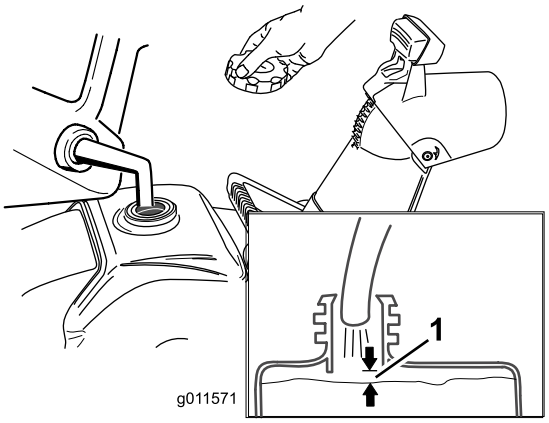

Figur 12
Fyll bränsletanken med färsk, blyfri bensin med ett oktantal på eller nära 87 från en bensinmack som ingår i någon av de större kedjorna (Figur 12).
1. Kontrollera att bränsletanken inte är överfull (se Figur 12) och att tanklocket sitter säkert på plats.